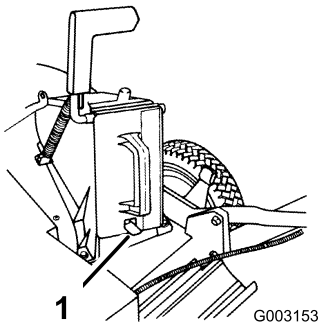

Rysunek 8
3. Wciśnij zatyczkę, aż zatrzask sprężynowy na dole zatyczki zaskoczy na miejsce, zamykając zatyczkę szczelnie w kanale wylotowym (Rysunek 8).